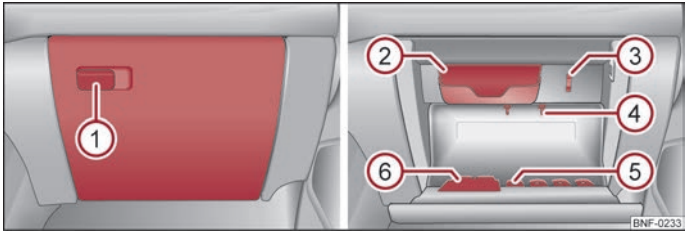

Fig. 47 Dash panel: Storage compartment on the front passenger side
– To open, pull on the opening lever ① ⇒ Fig. 47.